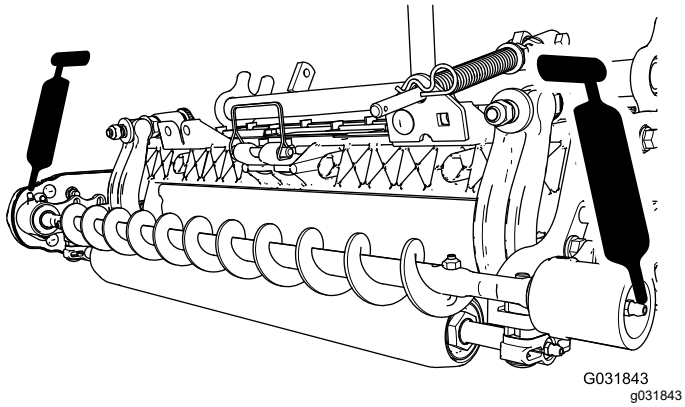

Figur 20
3. Smør smøreniplerne på hvert af rullebørstens lejehuse med lithiumbaseret smørefedt nr. 2 (Figur 20).